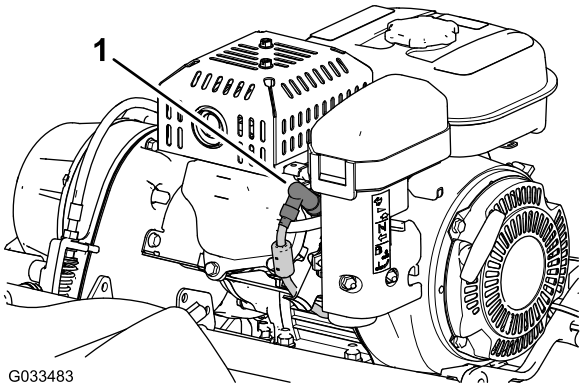

Figura 2
5. Desconecte el cable de la bujía del terminal de la bujía (Figura 2).